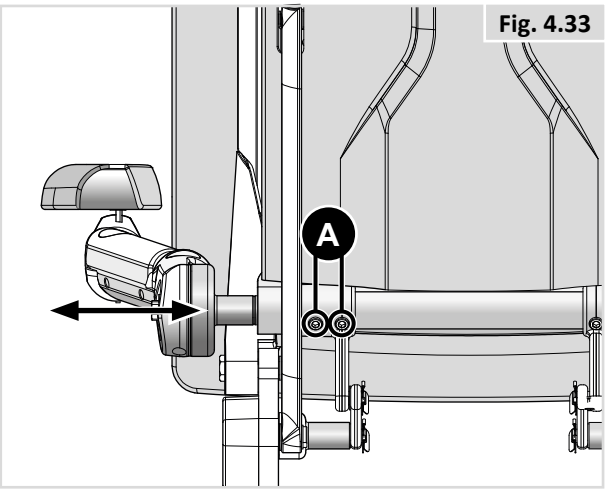

Fig. 4.33
- Loosen the two screws (5.0mm Allen key) on the traversing tube as shown in (Fig. 4.33 - A).